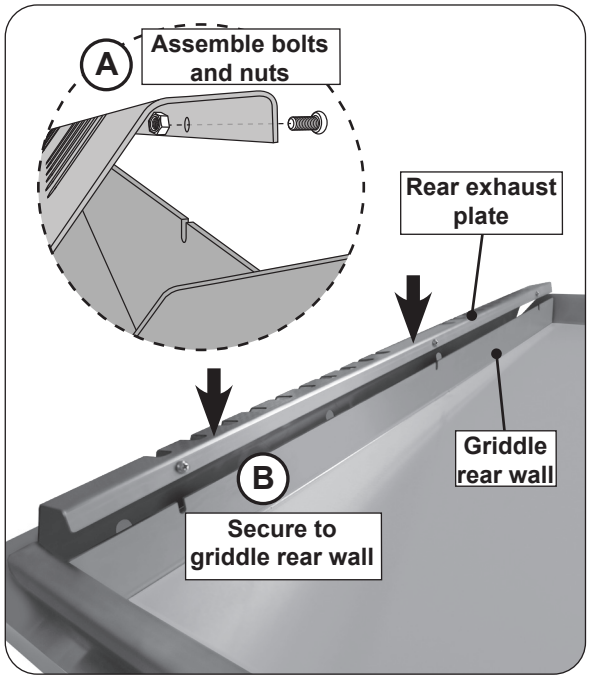

Fig. 31-4 Install rear exhaust plate
1. Assemble the provided bolts and nuts (loosely) to the three holes on the rear exhaust plate as shown in Fig. 31-4, A.
2. Align the exhaust plate with the three cutouts on the griddle rear wall and fasten (see Fig. 31-4, B).